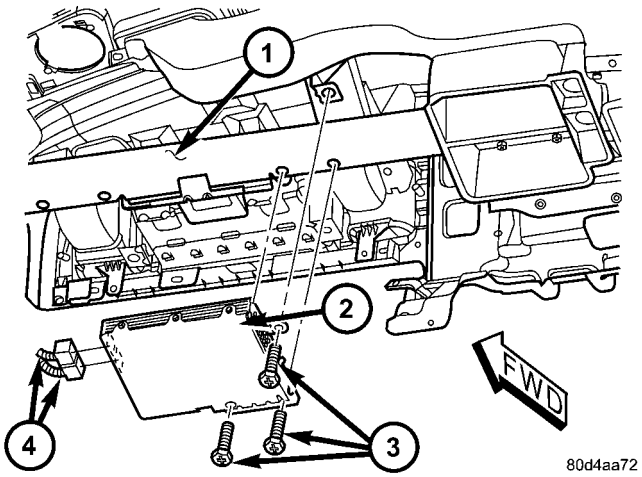

Fig. 1 AMPLIFIER MOUNTING
(3) Remove instrument panel center bezel (Refer to 23 - BODY/INSTRUMENT PANEL/INSTRUMENT PANEL CENTER BEZEL - REMOVAL).
(4) Remove instrument panel lower right center bezel (Refer to 23 - BODY/INSTRUMENT PANEL/IP LOWER RIGHT CENTER BEZEL - REMOVAL).
(5) Disconnect electrical harness connector from amplifier (Fig. 1).